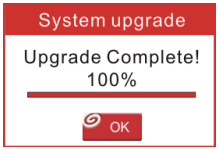

Рисунок 8
11. Сейчас процесс регистрации завершен, инструмент готов к использованию (см. Рисунок 8).